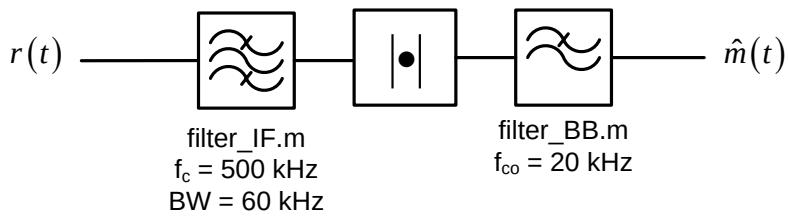

Figure 2: Block diagram of a simple incoherent ASK receiver.
4. Configure the oscilloscope to capture 100,000 samples, and adjust the screen until it displays one complete data pattern. Record the noise-free ASK waveform to a Matlab .dat file. Using the block diagram in Figure 2 as a guide, create an envelope detector in Matlab to demodulate the ASK Waveform. Generate a plot comparing the original ASK waveform with the recovered bits. Identify the recovered bits on your figure. **Include a copy of your plot with your report.**